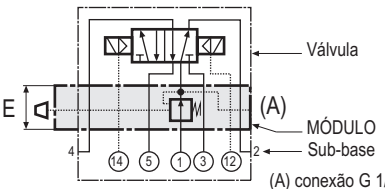

Fig. 3 (A) conexão G 1/8 para montagem de manômetro
- **Regulador de pressão tipo sandwich (Fig. 3)**